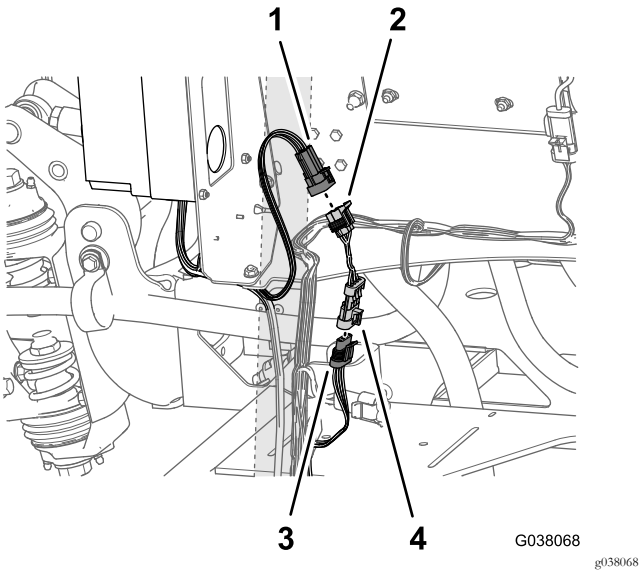

Figuur 119
2. Sluit de stekker met 4 pinnen van de draadbrug aan op de connector met 4 contacten van de achterste kabelboom met aanduiding HOSE REEL (slanghaspel) (Figuur 119).
3. Zoek achteraan de bedieningskast voor het spuitpistool of de elektrische slanghaspel de stekker met 6 pinnen (Figuur 119) met de aanduiding RATE SWITCH INTERCONNECT (OPTIONAL SPRAY GUN) (verbinding dosisschakelaar, optioneel spuitpistool).
4. Sluit de stekker met 6 pinnen (verbinding dosisschakelaar) aan op de connector met 6 contacten van de draadbrug (Figuur 119).